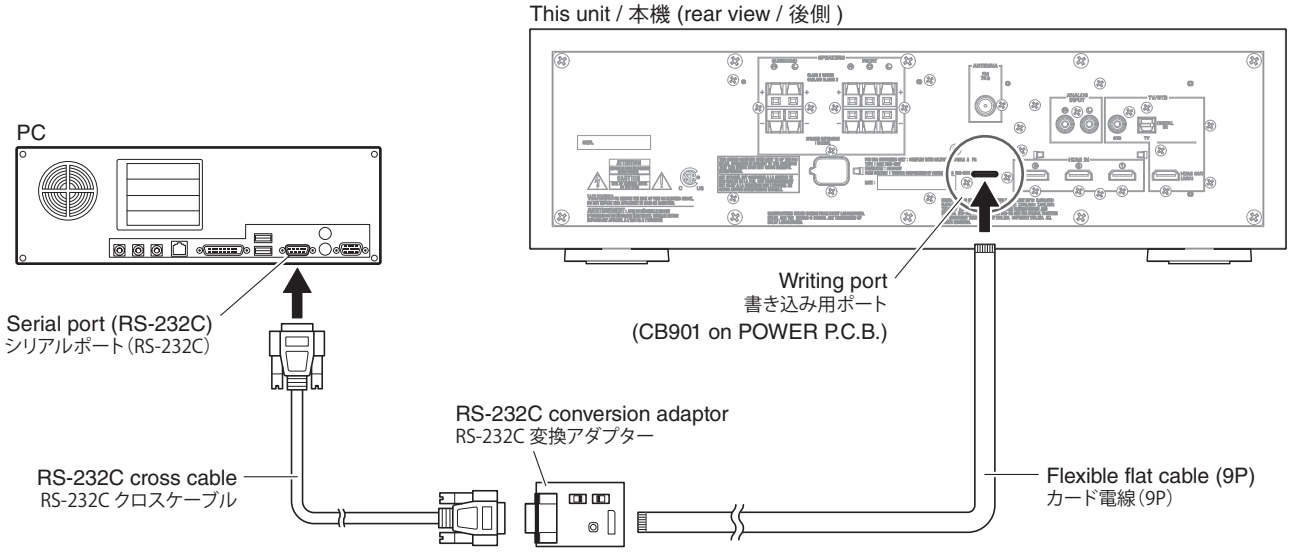

Fig. 2
• Connect the serial port (RS-232C) of the PC to the writing port (CB901 on POWER P.C.B.) of this unit as shown below. (Fig. 2)
・ PC のシリアルポート（RS-232C）と本機の書き込み用ポート（POWER P.C.B. の CB901）を下記のように接続します。(Fig. 2)